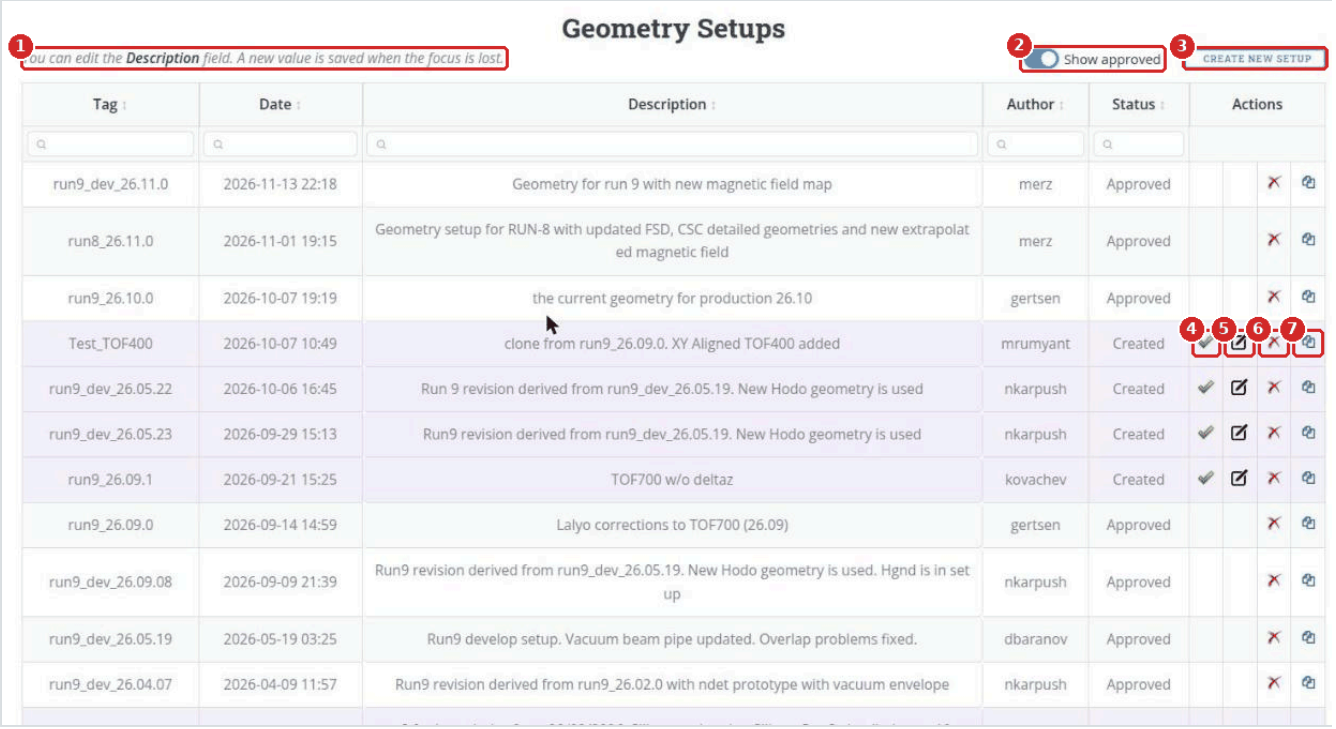

Рисунок 26. EDIT SETUP: (1) редактируемые описания, (2) Show approved, (3) CREATE NEW SETUP, (4) Approve, (5) Modify, (6) Delete, (7) Make a copy
Страница **Geometry Setups** показывает полные геометрии установки со значками действий (рисунок 26). Переключатель **Show approved** (2) добавляет в список и одобренные. Любой разработчик может создавать геометрии установки и изменять их до одобрения; одобряют и удаляют их только ведущие разработчики.